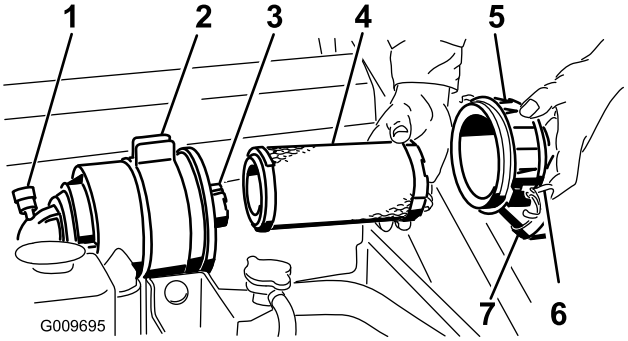

Figuur 33
Belangrijk: Geef het luchtfilter uitsluitend een onderhoudsbeurt als de onderhoudsindicator rood is (Figuur 33). Als u het luchtfilter vervangt voordat dit nodig is, wordt alleen maar de kans vergroot dat er vuil in de motor komt als het filter wordt verwijderd.
4. Maak de sluitingen op het luchtfilter los en trek het luchtfilterdeksel van de luchtfilterbehuizing (Figuur 33).
1. Schuif het filter voorzichtig uit de luchtfilterbehuizing (Figuur 33). Zorg ervoor dat u niet met het filter tegen de zijkant van de luchtfilterbehuizing stoot.
4. Als u het veiligheidsfilter vervangt, schuif dan voorzichtig het nieuwe filter in de filterbehuizing (Figuur 33).
5. Schuif het voorfilter op het veiligheidsfilter (Figuur 33). Zorg ervoor dat het filter volledig vastzit door de buitenring van het filter tijdens de montage aan te drukken.
6. Monteer het luchtfilterdeksel met de kant met het opschrift UP naar boven gericht en maak de sluitingen vast (Figuur 33).